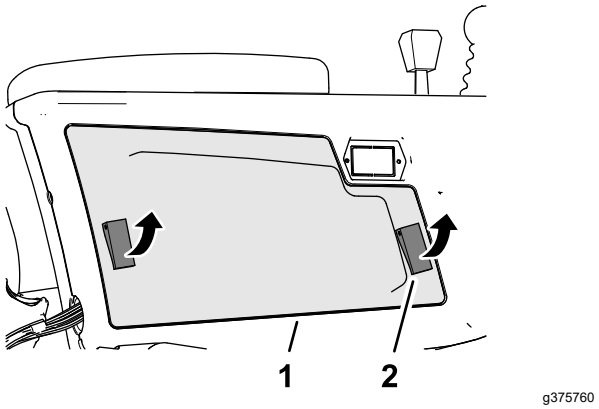

Figuur 99
2. Open de 2 vergrendelingen waarmee de kap van de bedieningsarm is bevestigd aan de bedieningsarm, en verwijder de kap (Figuur 99).